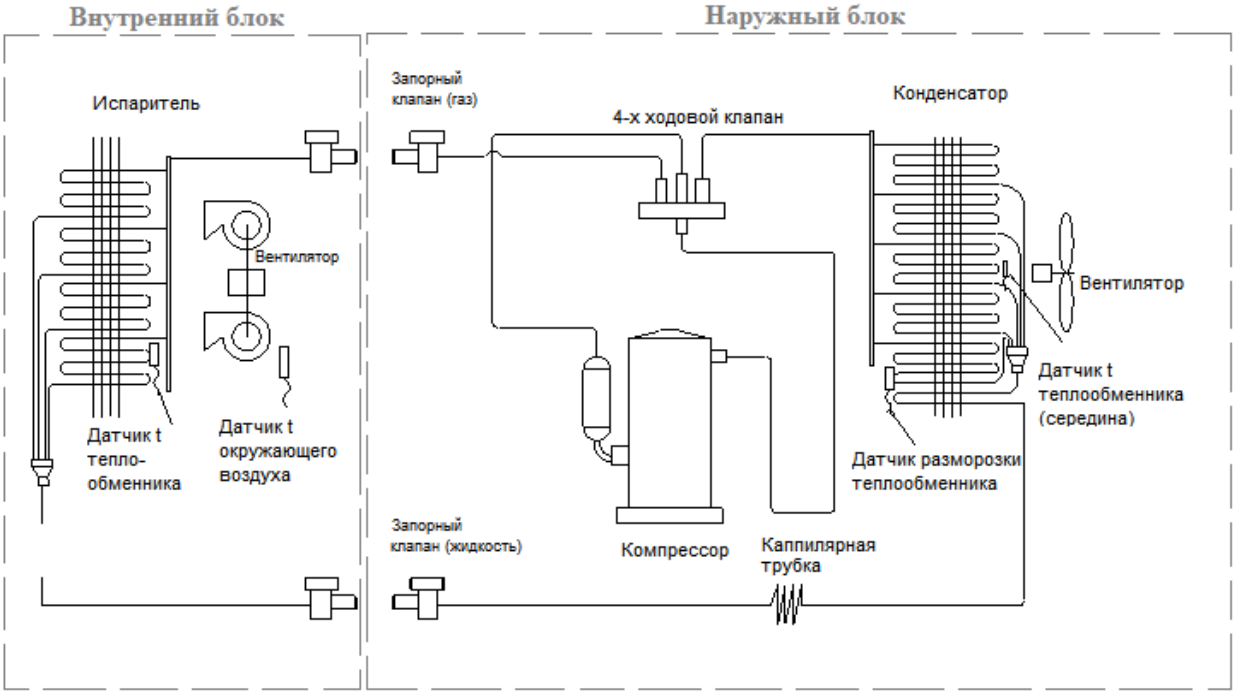

Рис.1.2-Схема фреонового контура кондиционера
- В режиме охлаждения компрессор нагнетает газообразный фреон в теплообменник наружного блока (см.рис.1.2), при высоком давлении и температуре фреон отдает тепло в окружающую среду и конденсируется.